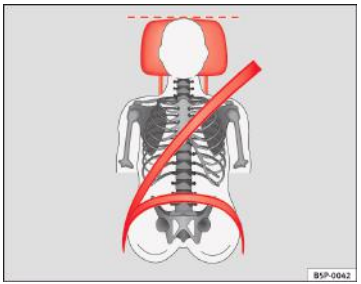
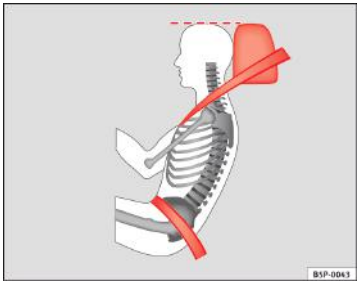

Fig. 69 Vedere din față: tetiere şi centuri de siguranță reglate corect
Fig. 70 Vedere din lateral: tetiere şi centuri de siguranță reglate corect
– Reglați tetiera astfel încât marginea superioară a acesteia să se afle la acelaşi nivel cu creştetul dumneavoastră sau cât mai aproape posibil de acest nivel, dar nu mai jos de nivelul ochilor ⇒ fig. 69 şi ⇒ fig. 70.